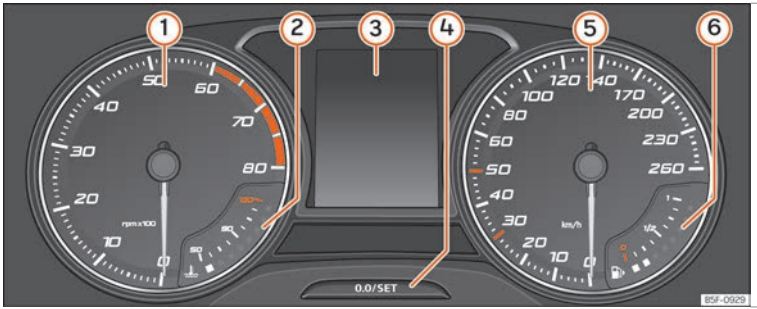

Fig. 126 Instrument panel, on dash panel.
Details of the instruments ››› Fig. 126:
- Briefly press the button 0.0/SET ››› Fig. 126 ④ to reset the trip recorder to 0.
- Keep the button 0.0/SET ④ pressed for about 3 seconds and the previous value will be displayed.